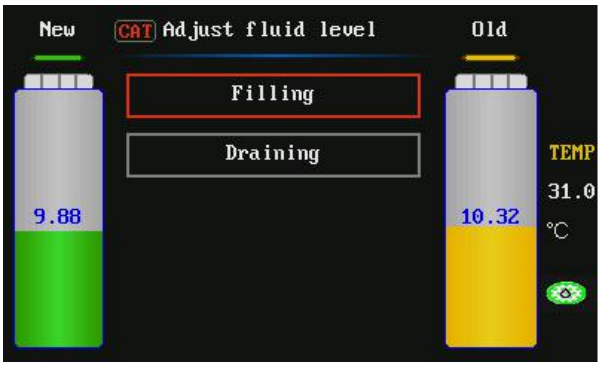

Fig.26
1) OK the menu of Adjust fluid level, select "Filling", it indicates that the fluid is being filled into the transmission. The maximum of the adjustment is the fluid amount inside new tank. The interface is as shown in Fig.26.
1) OK the menu of Adjust fluid level, select 'Draining', it indicates that the fluid inside transmission is being drained, as shown in Fig.26.